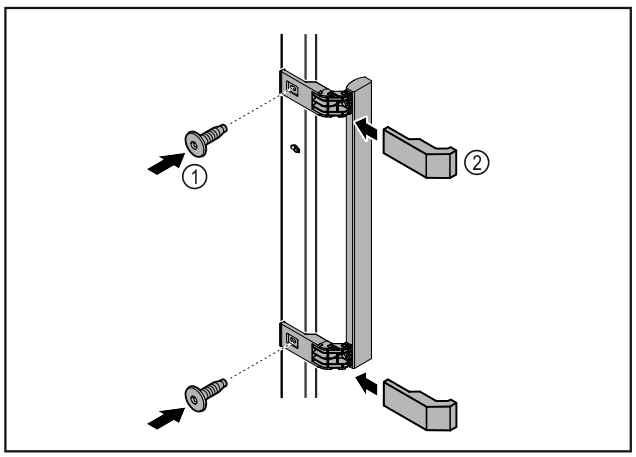

Fig. 5
▶ Atașați mânerul din pachetul de accesorii la ușă cu ajutorul șuruburilor incluse *Fig. 5 (1)*.
▶ Aplicați capacul *Fig. 5 (2)*.